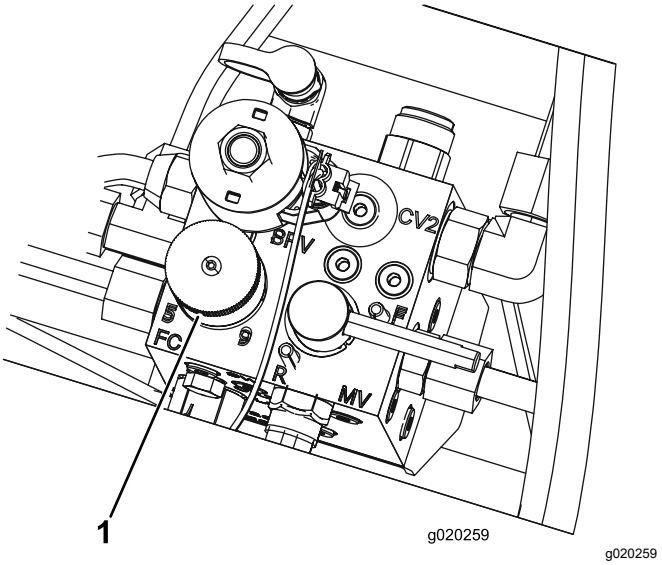

Figur 43
5. Drej grebet (Figur 43) på plæneklippermanifolden, indtil indikatorpilen er på linje med det tal for knivcylinderhastigheden, som du fastslog i trin 3.